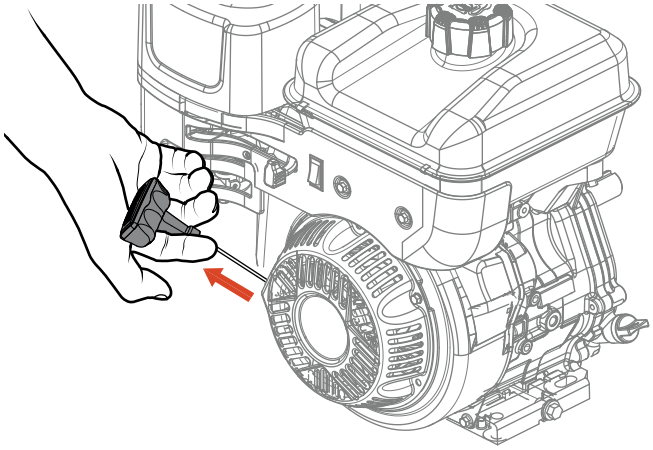

Figure 43. Starter Grip
8. Slowly pull the starter grip (Figure 43) until resistance is felt, then pull briskly and smoothly to start the engine. Gently return the starter grip to its original position.